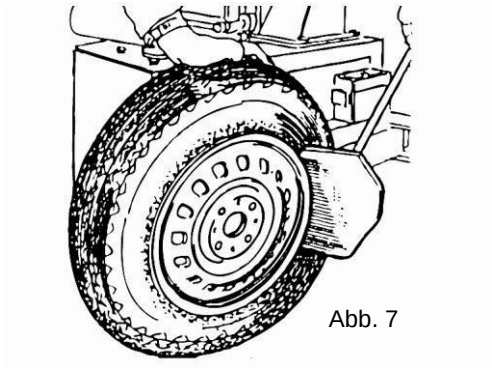

Abb. 7
- Otwórz ramię pchające ręcznie, popychając je na zewnątrz, a następnie umieść koło na gumowym buforze. Umieścić ostrze na zgrubieniu 10 mm od krawędzi obręczy, jak pokazano na Rys. 7.